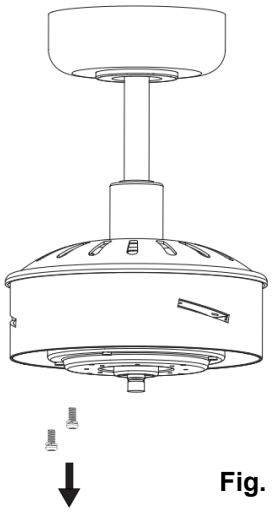

Fig. 7
2. Before installing the blade assembly, remove the motor blade bracket screws from the bottom of the fan motor assembly. (Fig. 7)